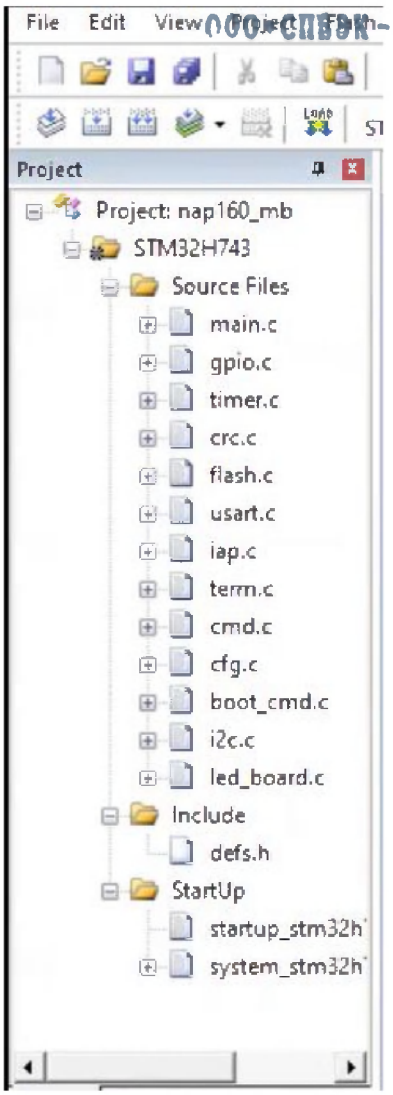

Рисунок 4
4.1.2 В дереве проекта в окне Project нажать ЛКМ по «STM32H743» для раскрытия структуры папок (Рисунок 4). Проверить, что структура папок соответствует представленной на рисунке (Рисунок 4).